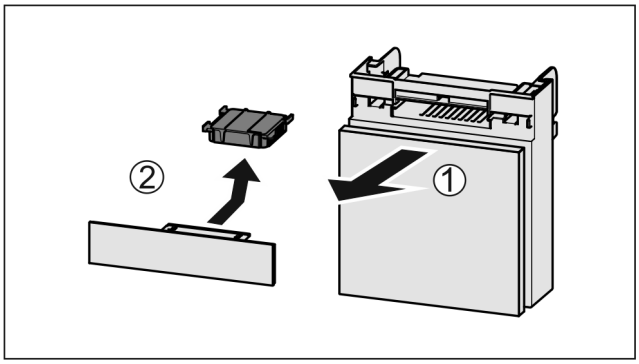

Fig. 186
▶ Pull out the compartment *Fig. 186 (1)*.
▶ Remove the carbon filter *Fig. 186 (2)*.